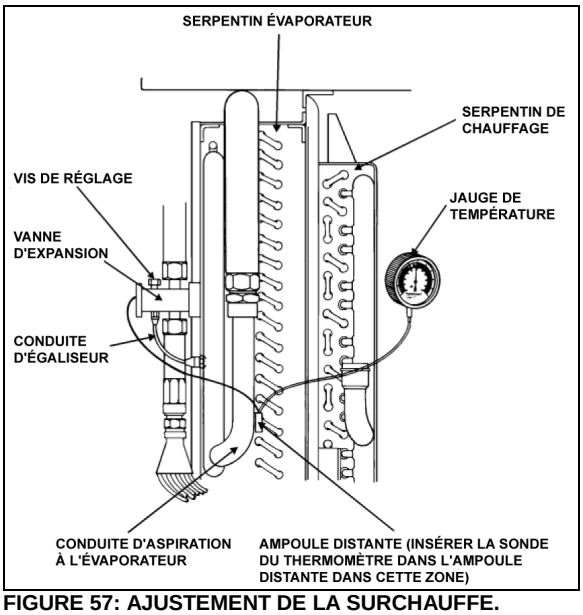

FIGURE 57: AJUSTEMENT DE LA SURCHAUFFE. INSTALLATION
3. Utiliser un thermomètre avec lecture à distance ou un thermocouple / multimètre pour mesurer la température à la conduite de sortie de l'évaporateur près du bulbe distant existant (Figure 57).